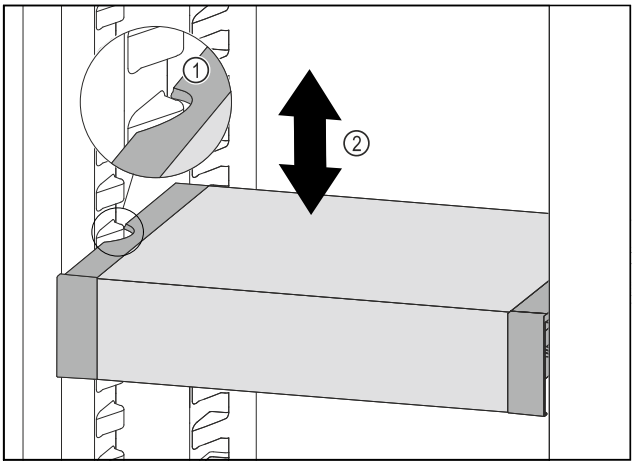

Fig. 121
▶ Táhněte VarioSafe dopředu, dokud nebudou boční vybrání VarioSafe na úrovni žebrování na nádoby v chladničce. *Fig. 121 (1)*
▶ Posouvejte VarioSafe v chladničce nahoru nebo dolů, dokud nedosáhnete požadované výšky. *Fig. 121 (2)*